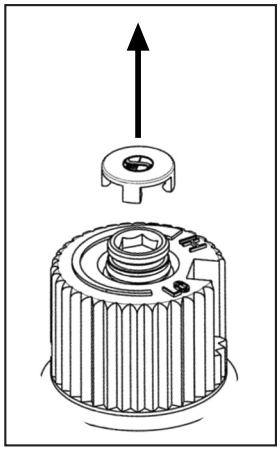

Figure 11: Removing valve cap.
c) Remove the black protection cap from the HI/LO knob by hand shown in Figure 11.
h) Re-attach the black protection cap that was removed in step "c)". Refer to Figure 11.